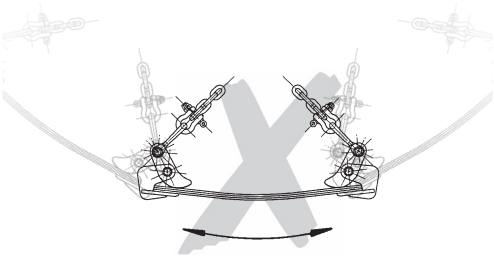

Fig. 1
- Lors du transport de la charge, vérifier qu'elle ne se balance pas (Fig. 1) ou qu'elle ne rentre pas en contact avec d'autres objets.